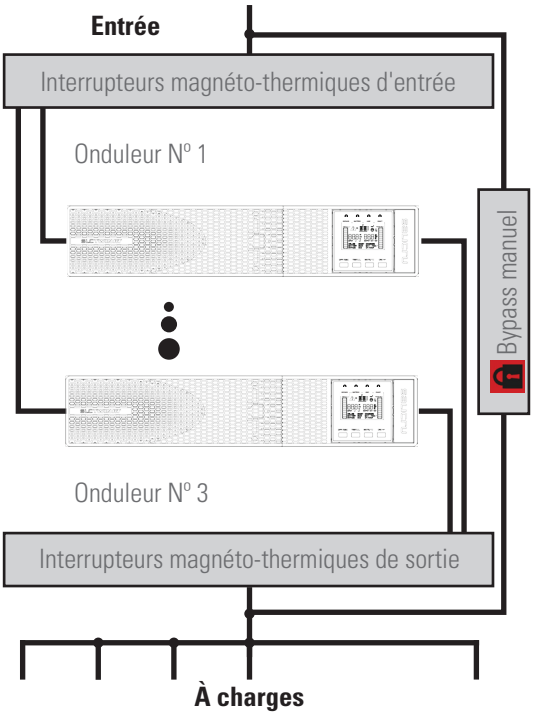

*Fig. 18. Installation en parallèle de 2 onduleurs de 4 à 10 kVA avec tableau de protections et bypass manuel.*
- Il est nécessaire de prévoir l'installation des systèmes en parallèle, un tableau avec des protections individuelles d'entrée et de sortie, en plus d'un bypass manuel à blocage mécanique, voir Fig. 18.
- Dans la Fig. 18 un tableau électrique avec bypass manuel est représenté conceptuellement pour un système en parallèle, représentatif d'un seul équipement adaptant le nombre d'interrupteurs.